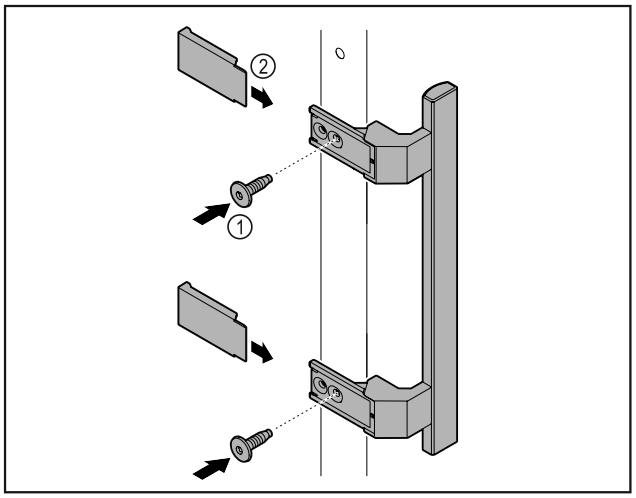

Fig. 48
▶ Atașați mânerul din pachetul de accesorii la ușă cu ajutorul șuruburilor incluse *Fig. 48 (1)*.
▶ Aplicați capacul *Fig. 48 (2)*.